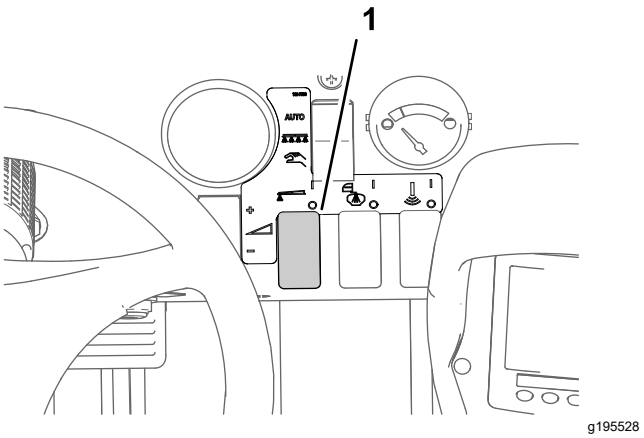

Figura 42
8. Utilize o interruptor da taxa de aplicação para atingir a pressão desejada, conforme indicado no Guia de seleção de bicos fornecido com o pulverizador (Figura 42).